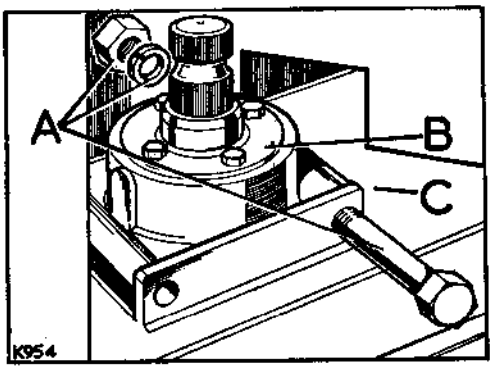

**Fig. G1-70. Relay housing top fixings**
3. Secure the relay unit top fixings, see Fig. G1-70.